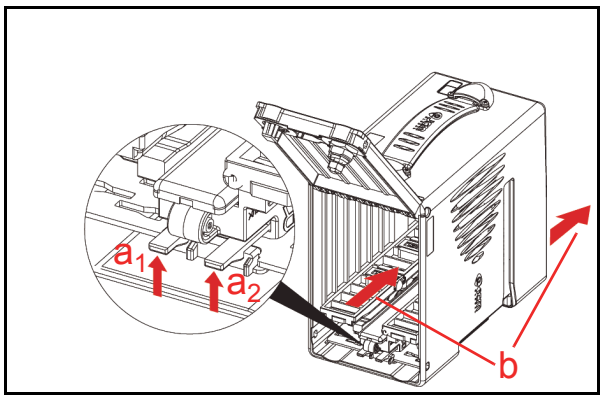

Figure 4-2 Pusher Mechanism Removal
4. While pulling upward on the Door Latch Stoppers (See Figure 4-2 a_1 & a_2) of the Pusher Mechanism Unit (See Figure 4-2 b), slide it forward to remove the Pusher Mechanism Assembly out of the Cash Box.